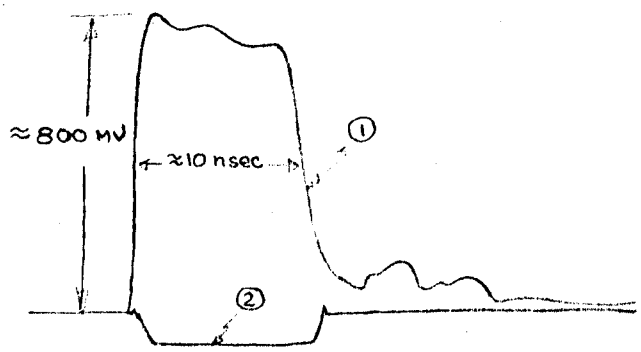

Fig. 3
b) Connect Type 111 Signal Generator (rep. rate, max 10 kc, 5 nsec charge line) to 4S2 A channel input through X10 GR attenuator. Connect the trigger output pulse from Type 111 to the 5T1 EXTERNAL input through X10 and X5 attenuators. Locate pulse on screen with 5T1 TIME DELAY control and by rotating THRESHOLD until triggered. Adjust THRESHOLD control and 111 REPETITION RATE control until two traces (two pulses of different amplitude) are obtained (see Fig.3). If pulses exhibit more noise than trace width, adjust Avalanche controls cw until noise disappears.